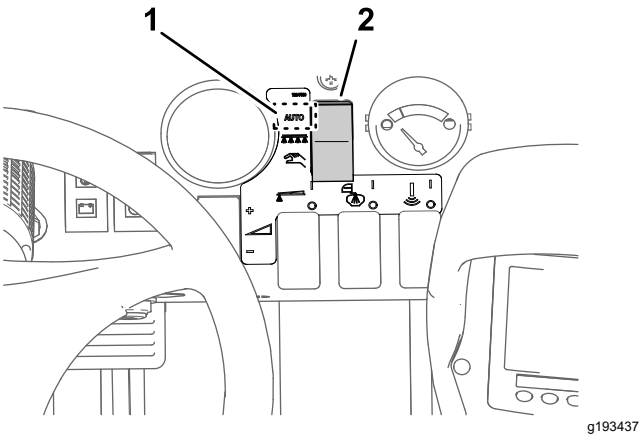

Bild 43
3. Stellen Sie die Taste für den Sprühmodus auf den Dosierungsmodus (Bild 43).